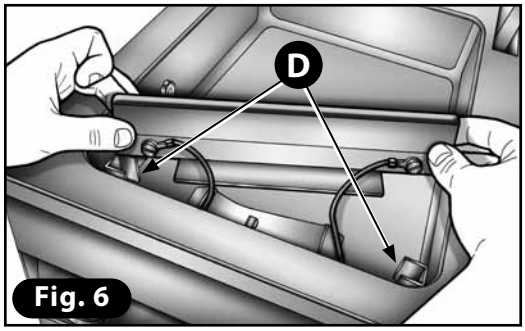

Fig. 6
5) Remettre la barre dans les guides **(D - Fig. 6)** en reconnectant les câbles solidement aux raccords **(Fig. 7)**.